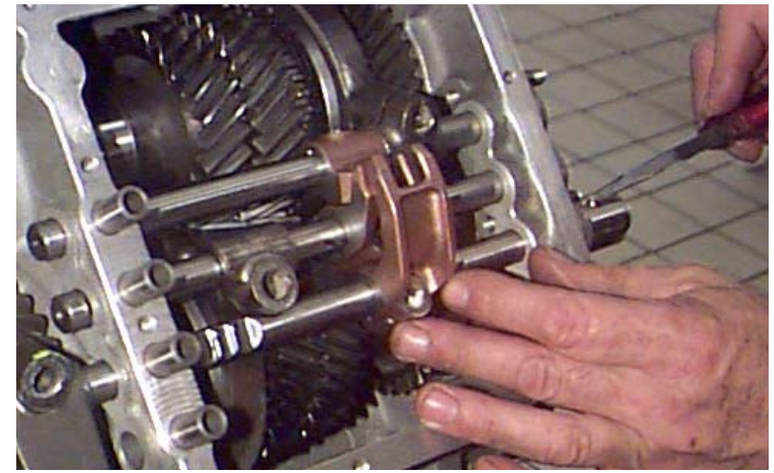

Fig.6
9. Install the pin in the 1st/2nd rod seat and then introduce the rod completely (**Fig.6**).
- Introduce the dowel in the orthogonal hole towards the 1st/2nd gear through the gearbox 1st/reverse gear control rod seat (**Fig.6**).